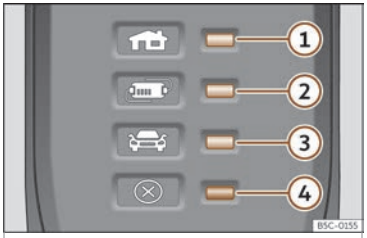

Fig. 200 No cable de carga para tomas de corrente:Indicadores de control no dispositivo de protección.
››› **fig. 200**:
O dispositivo electrónico de protección ››› **fig. 200** fai que o conector de carga permaneza sen corrente ata que se enchufa na toma de carga do vehículo.
Un ou varios indicadores de control ››› **fig. 200** ①, ② ou ③ ilumínanse en verde.
Indicación ››› fig. 200	Significado
Se o indicador de advertencia ④ vermello escintila ou se acende sen que se ilumine á súa vez de xeito permanente un indicador de control››› fig. 200 ①, ② ou ③ o indicador de funcionamento, hai unha avaría.